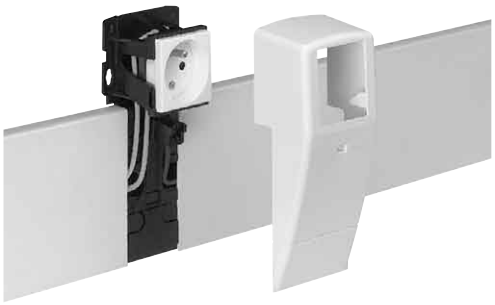

Figure 193 : Appareillage pour plinthe
- les plinthes en plastique qui viennent en remplacement des plinthes traditionnelles et permettent le passage des conducteurs électriques (figure 193) ;